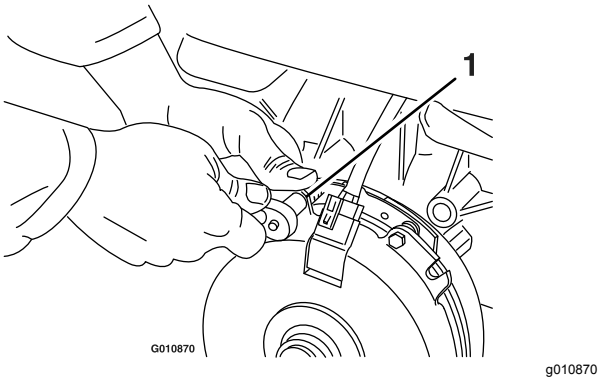

Figur 82
A. Løsne begge bremsemonteringsboltene en halv til én full omdreining som vist i Figur 82.